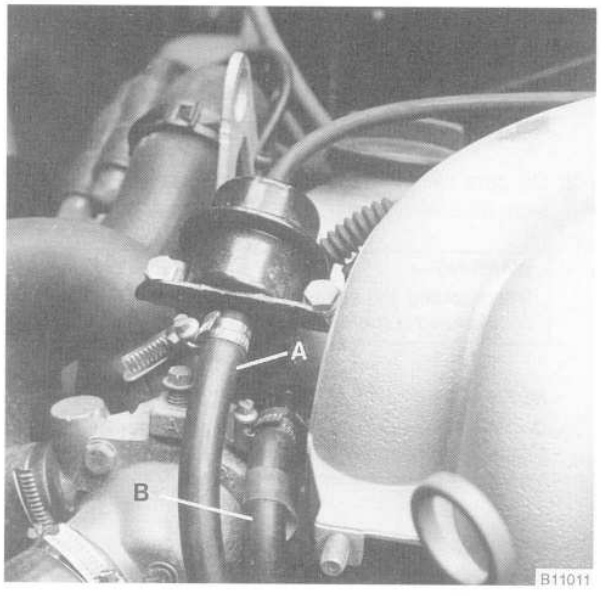

Fig. 5. Fuel return line (**A**) at fuel pressure regulator and fuel supply line (**B**) at fuel rail.
14. Label and then remove the fuel supply line from the fuel rail and the fuel return line from the pressure regulator. See Fig. 5.